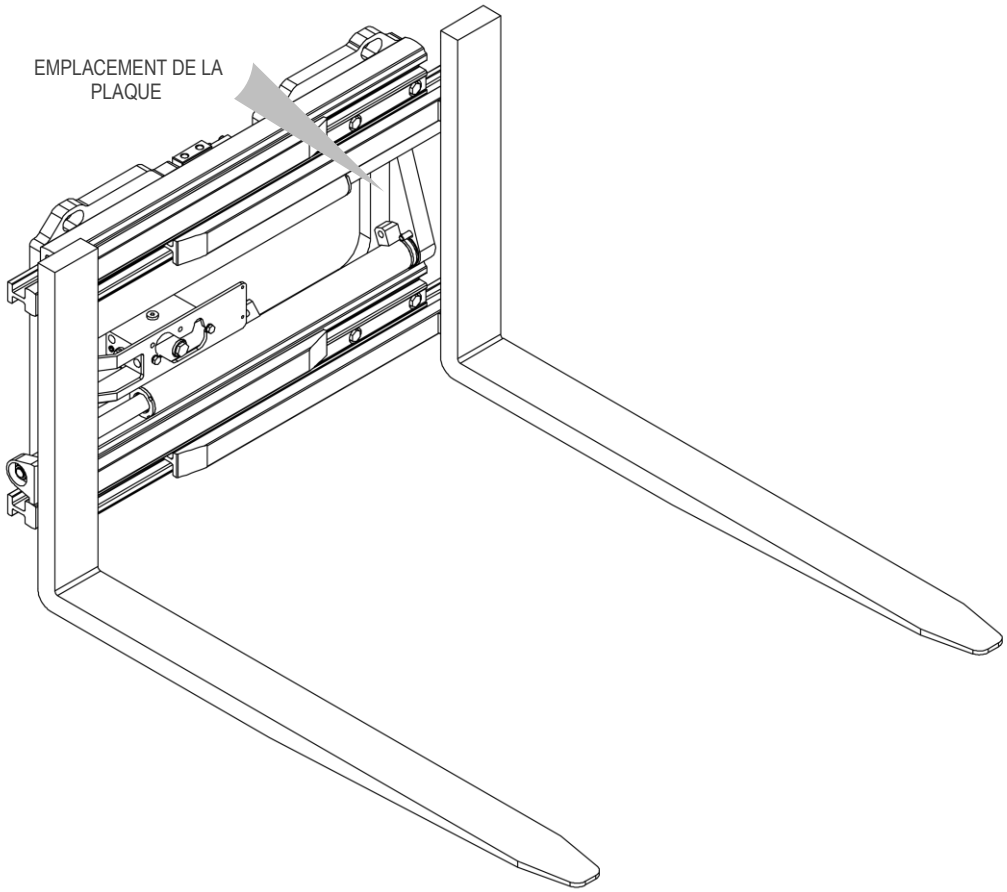

Figure 1
Tous les équipements A.T.I.B. – « PINCE À FOURCHES SOUDÉES TYPE 474.170 / PINCE À FOURCHES ROTATIVES TYPE 474.150 / PINCE À FOURCHES ROTATIVES HYDRAULIQUEMENT TYPE 474.152» sont identifiés par une plaque signalétique adhésive (voir *Tableau 1*) positionnée sur l'équipement (voir , *Figure 1*) ; toujours se référer au numéro de série.
5. Des courroies ou des chaînes de dimensions appropriées doivent être utilisées pour la manutention en fonction du poids de l'équipement indiqué sur la plaque signalétique (voir *Figure 1* et *Tableau 1* en p.*7*).
9. Raccorder le circuit hydraulique en s'assurant que la pression de service des tuyaux est supérieure ou égale à la pression indiquée sur la plaque d'identification (voir *Figure 1* et le *Tableau 1* page *7).*
6. Des courroies ou des chaînes de dimensions appropriées doivent être utilisées pour la manutention en fonction du poids de l'équipement indiqué sur la plaque signalétique (voir *Figure 1* et le *Tableau 1* en p.7).